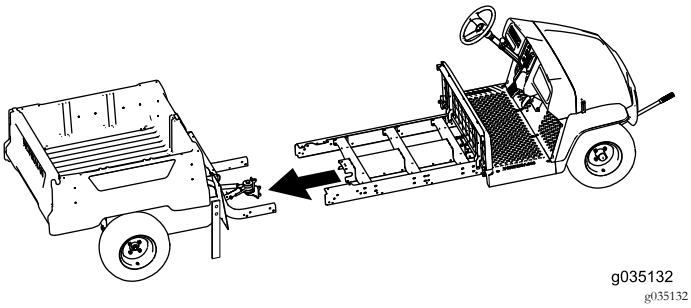

Figur 75
7. Få en medhjælper til at assistere dig med at bringe maskinens forreste og bageste dele sammen (Figur 75).